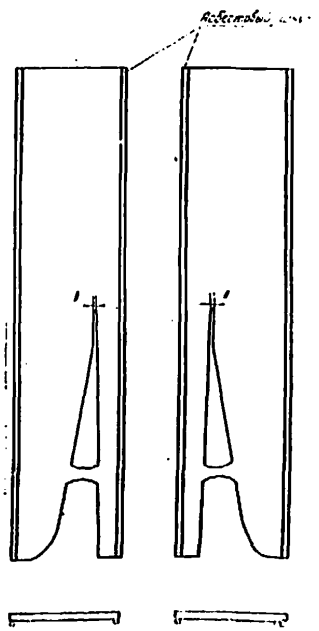

Рис.4. Дугогасительные пластины
03.7. Осмотреть пластины (рис.4). Заменить пластины: